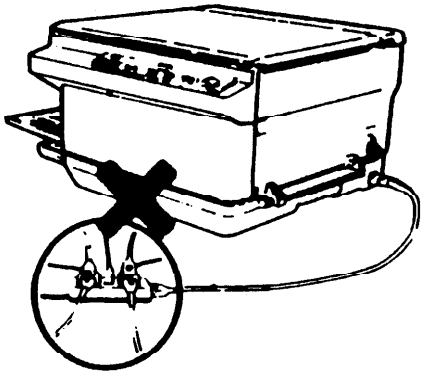

Рис. 8
2. Пользование удлинителями не допускается. Подключение аппарата к сети осуществляется только прилагаемым к нему сетевым шнуром (рис. 8).
3. Не допускается подключать к розетке, к которой подключен аппарат, какое-либо другое оборудование (рис. 8).